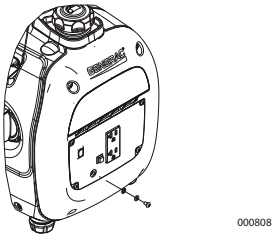

Figure 3-1. Mise à la terre du générateur
Ce générateur est doté d'une mise à la terre qui relie le cadre du générateur aux bornes de terre sur les prises de courant alternatif (voir le NEC, 250.34 (A)). On peut ainsi utiliser le générateur de manière portative sans avoir à mettre à la terre le cadre du générateur comme le précise le paragraphe 250.34 du NEC. Voir ***Figure 3-1***.